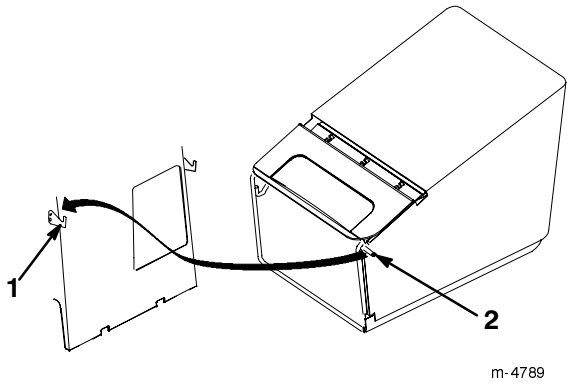

Bild 15
5. Hängen Sie die Fangkorbrahmenstifte in den Haken am Chassis ein, siehe Bild 15.
4. Haken Sie die Fangkorbrahmenstifte aus den Haken am Chassis aus, siehe Bild 15.